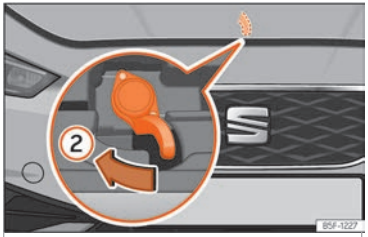

Abb. 222 Hebel unter der Motorraumklappe.
- Um die Motorraumklappe zu öffnen, drücken Sie den Hebel unterhalb der Motorraumklappe in der Mitte mit der Hand nach links ››› Abb. 222 ②. Die Fanghaken werden entriegelt.